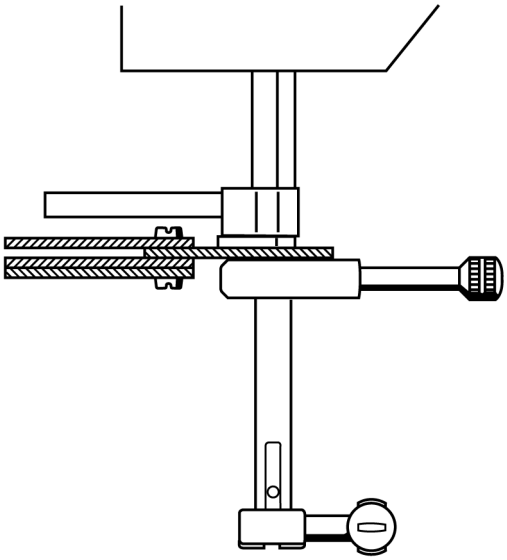

Рис. 7
- Приверните крепежный винт струбцины (рис. 7).